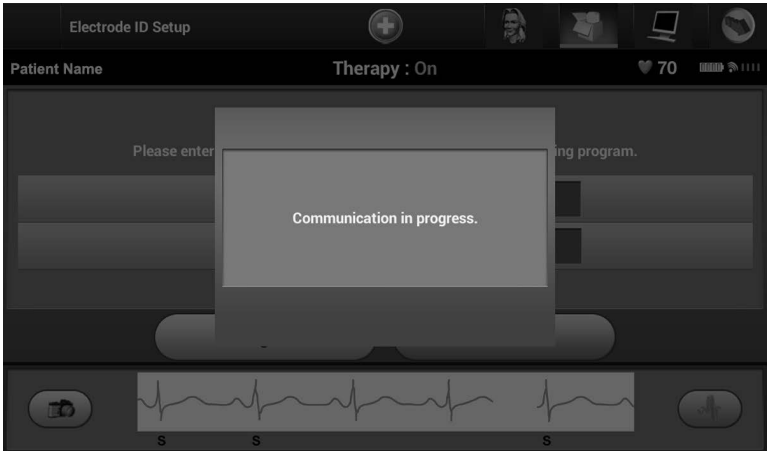

Figure 22: *Confirmation screen showing communication in progress*
6. Select the Program button to save the information. A confirmation screen will appear during communication with the device (Figure 22). Select Cancel to cancel information storage and return to the Automatic Setup screen.